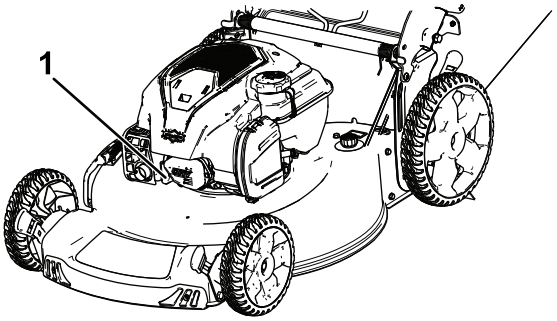

Figur 26
2. Kobl tændrørskablet fra tændrøret (Figur 26).